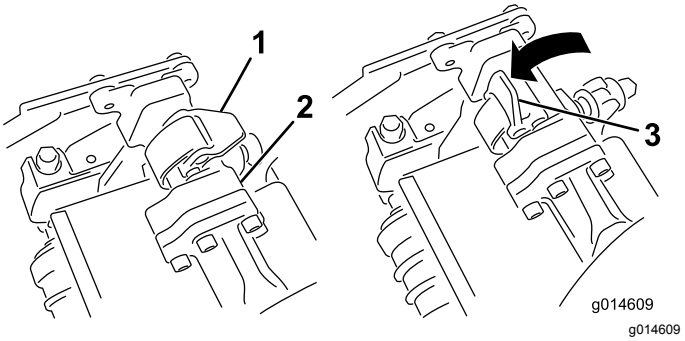
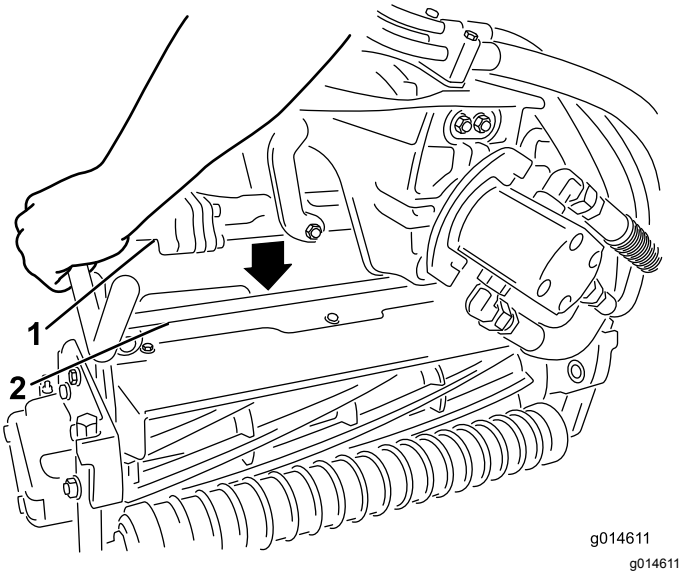

Figur 36
Figur 37
4. Låt spärrarna på upphängningsarmstången peka uppåt (dvs. de ska vara öppna) (Figur 36) och tryck upphängningsarmen nedåt så att stången passar över stången över ovansidan av klippenheten (Figur 37).
5. Fäll spärrarna nedåt och runt klippenhetsstången och lås dem på plats (Figur 36).
5. Öppna spärrarna på upphängningsarmstången på den klippenhet som du tar bort (Figur 36).